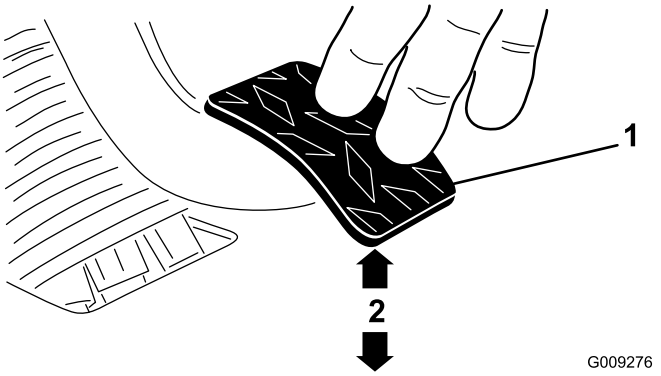

Figura 75
3. Ajuste as porcas ou as juntas até que a extremidade traseira do pedal de embraiagem esteja a 9,5 + 3 mm da parte superior da chapa do piso, aplicando uma força de 1,8 quilos no pedal (Figura 75).